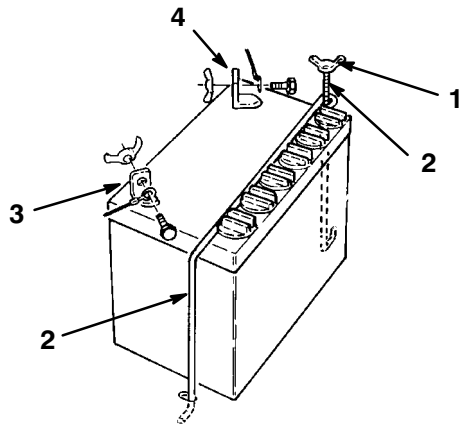

Figure 20
3. Disconnect the negative (black) ground cable from the battery post (Fig. 20).
4. Slide the rubber cover up the positive (red) cable. Disconnect the positive (red) cable from the battery post (Fig. 20).
5. Remove the wing nut securing the battery hold-downs to tractor chassis (Fig. 20).
3. Using the bolt and wing nut, connect the positive (red) cable to the positive (+) battery post (Fig. 20). Slide the rubber cover over the battery post.
4. Using the bolt and wing nut, connect the negative (black) cable to the negative (-) battery post (Fig. 20).